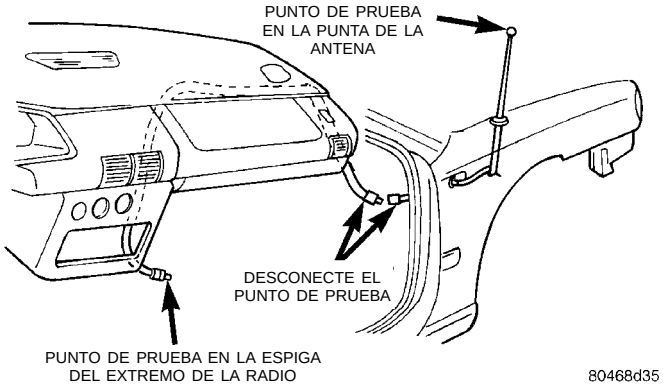

Fig. 1 Puntos de prueba de la antena
(1) Debe haber continuidad entre el asta de la antena y la espiga del extremo de la radio en el conector del cable de la antena (Fig. 1).
(2) No debe observarse continuidad ni resistencia demasiado elevada de varios megaohmios entre el casco de masa del conector y la espiga del extremo de la radio.
(3) Debe haber continuidad entre el casco de masa del conector y el herraje de instalación de la antena del vehículo. A fin de tener acceso a la antena instalada en la viga de carga se deberá retirar el zócalo del hueco para la rueda.